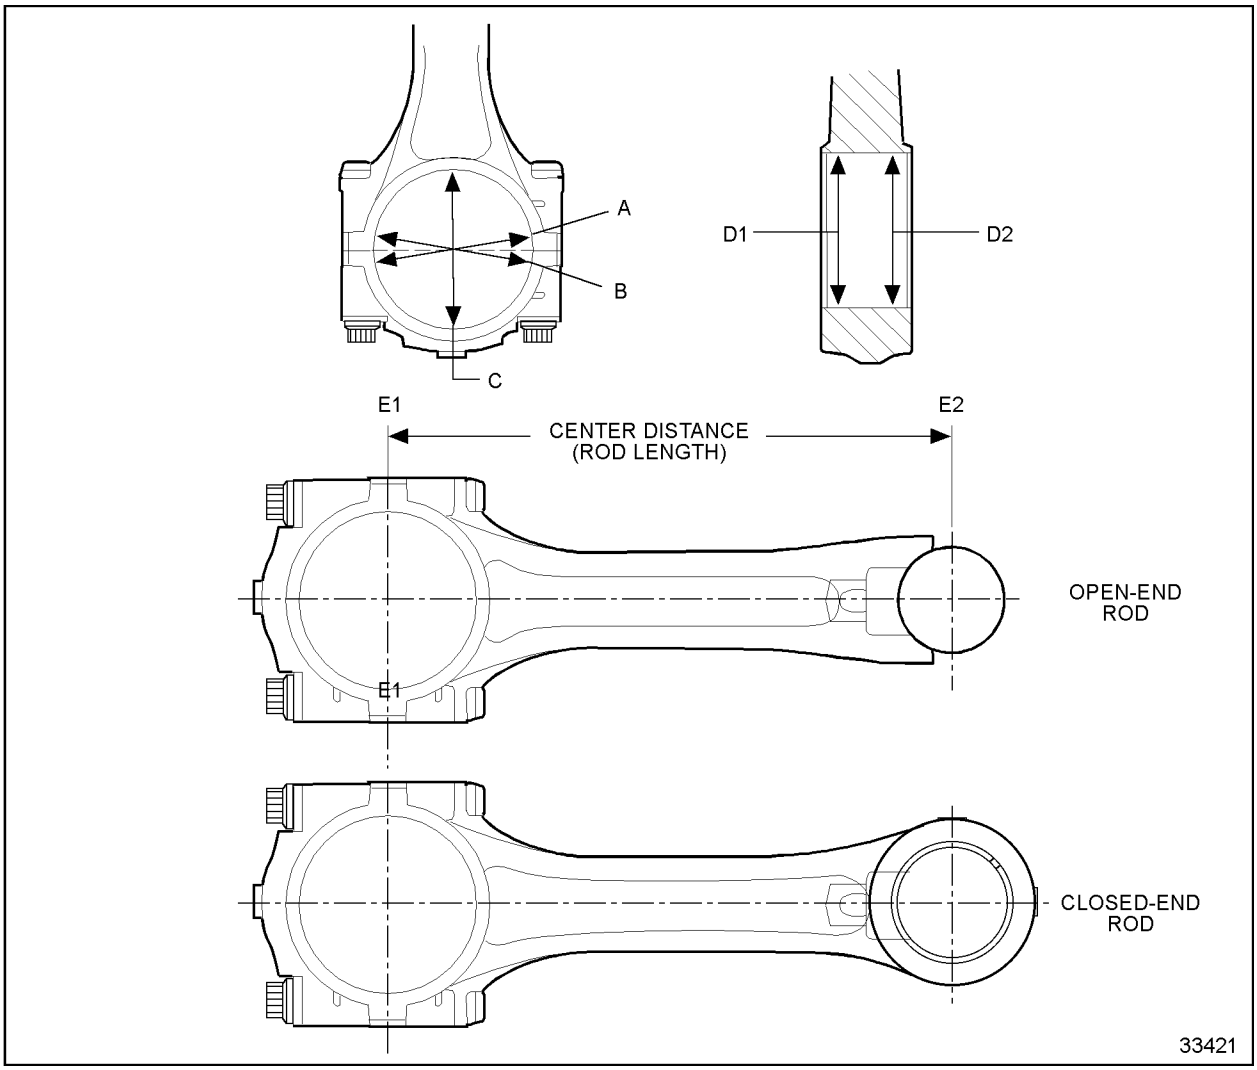

Figure 1-320 Dimensional Inspection of Connecting Rods
Measure the connecting rod bearing diameter at five locations. See Figure 1-320.
5. Determine the rod length by finding the distance between E1 and E2. See Figure 1-320.